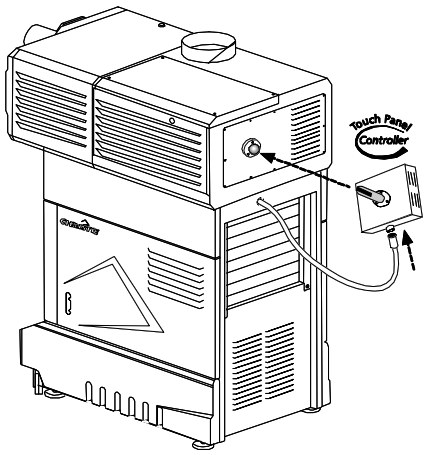

Figure 2-4 Typical TPC Mounting
a. Attach the Touch Panel Controller (TPC), pre-assembled with its ball joint base and mounting arm, to the matching ball joint base secured at the rear of the projector (**Figure 2-4**).